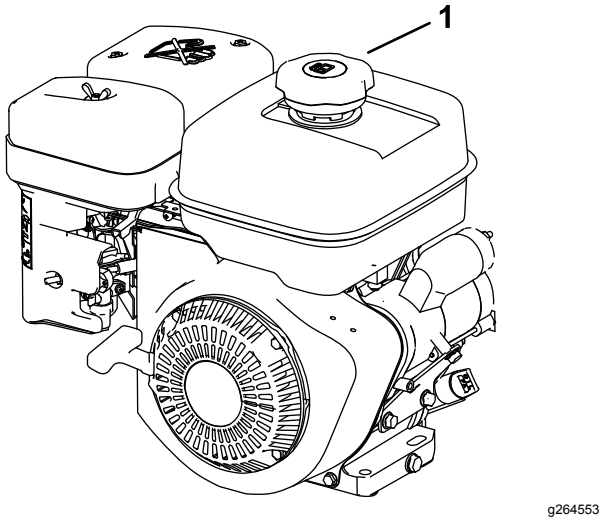

Rysunek 1
3. Oczyść okolice korka zbiornika paliwa, po czym odkręć korek (Rysunek 1).
4. Napełnij zbiornik paliwa paliwem (Rysunek 1) do poziomu od 6 do 13 mm od górnej części zbiornika. **Nie przepełniaj zbiornika (poziom widoczny na szyjce wlewu).**